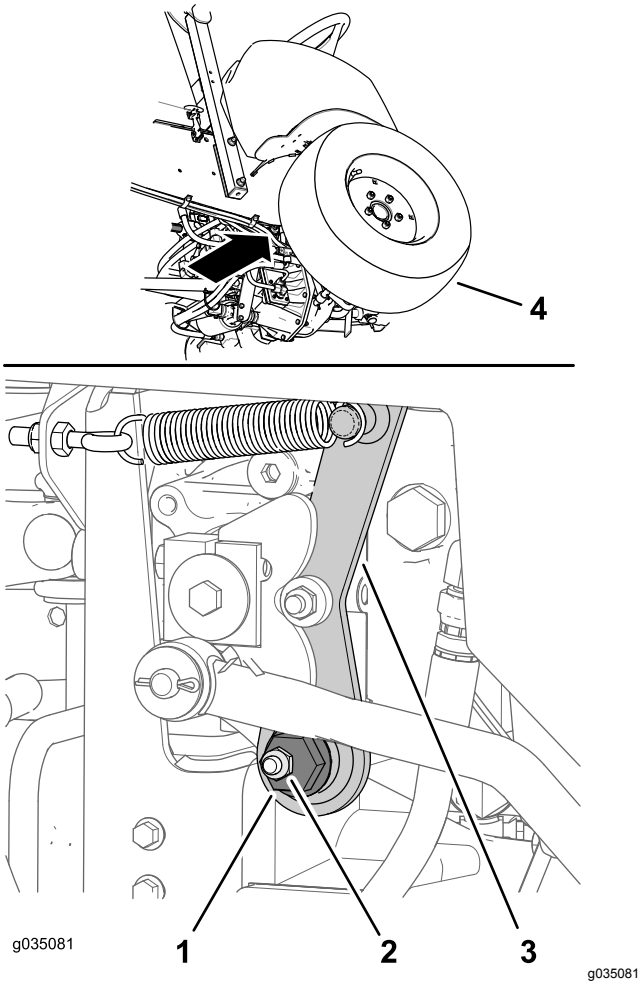

Figur 67
1. Find den excentriske sekskantskrue til højre på hydraulikpumpen og under kontrolkonsollen (Figur 67).
2. Løsn låsemøtrikken, indtil du kan bevæge den excentriske sekskantskrue (Figur 67).
4. Drej den excentriske sekskantskrue mod uret, indtil forhjulet begynder at dreje fremad. Drej derefter den excentriske sekskantskrue med uret, indtil forhjulet begynder at dreje bagud (Figur 67).